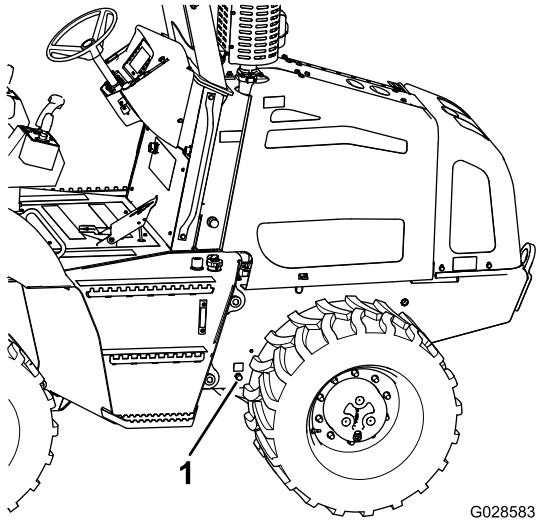

Figure 63
4. Placez un bac de vidange d'au moins 20 L (21 ptes américaines) de capacité sous le raccord de vidange d'huile moteur (Figure 63).
5. Enlevez le bouchon du raccord de vidange et vidangez complètement l'huile moteur (Figure 63).
7. Remettez le bouchon sur le raccord de vidange (Figure 63).
1. Enlevez le bouchon de remplissage d'huile du couvre-culasse en le dévissant et en le tirant vers le haut (Figure 63).